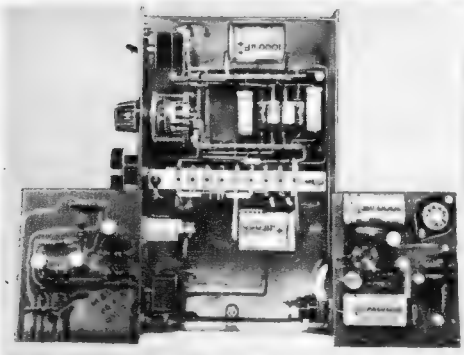

*Bild 4. Unteransicht mit Verdrahtung; links und rechts sind die beiden herausgezogenen Platinen zu sehen*
Gibt man dem Elektronenrechner auch die Radarinformation mit ein, dann ist er nicht nur Informationsempfänger, sondern wird ein Hilfsmittel zur Umwandlung der Radarsignale in zusammengesetzte, von Störungen gesäuberte, durch Höhe und Kennung ergänzte und daher betriebsbrauchbare Verkehrsinformationen. Dabei überträgt man die Zielverfolgung von Antennendrehung zu Antennendrehung mit der Höhenzuordnung und Identifizierung auf jeden Fall einem programmierten Digitalrechner gemäß *Bild 4*.
*Bild 4. Prinzipschema einer vollständigen Anlage für die digitale Radar-Datenverarbeitung. A = Radar-Videosignal, B = digitalisiertes Videosignal, C = Koordinaten echter und falscher Ziele, D = Koordinaten echter Ziele*